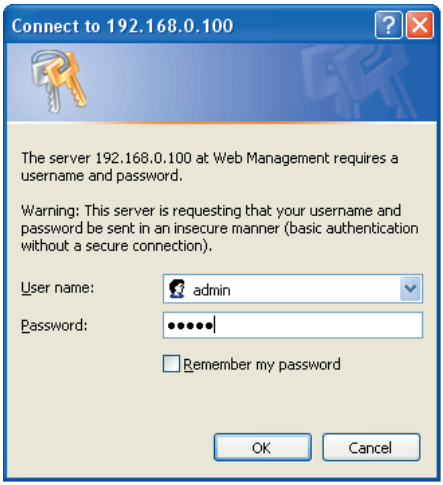

Figure 6-2: Login Screen
2. When the following dialog box appears, please enter the default user name and password **"admin"** (or the password you have changed via console). The login screen in Figure 6-2 appears.